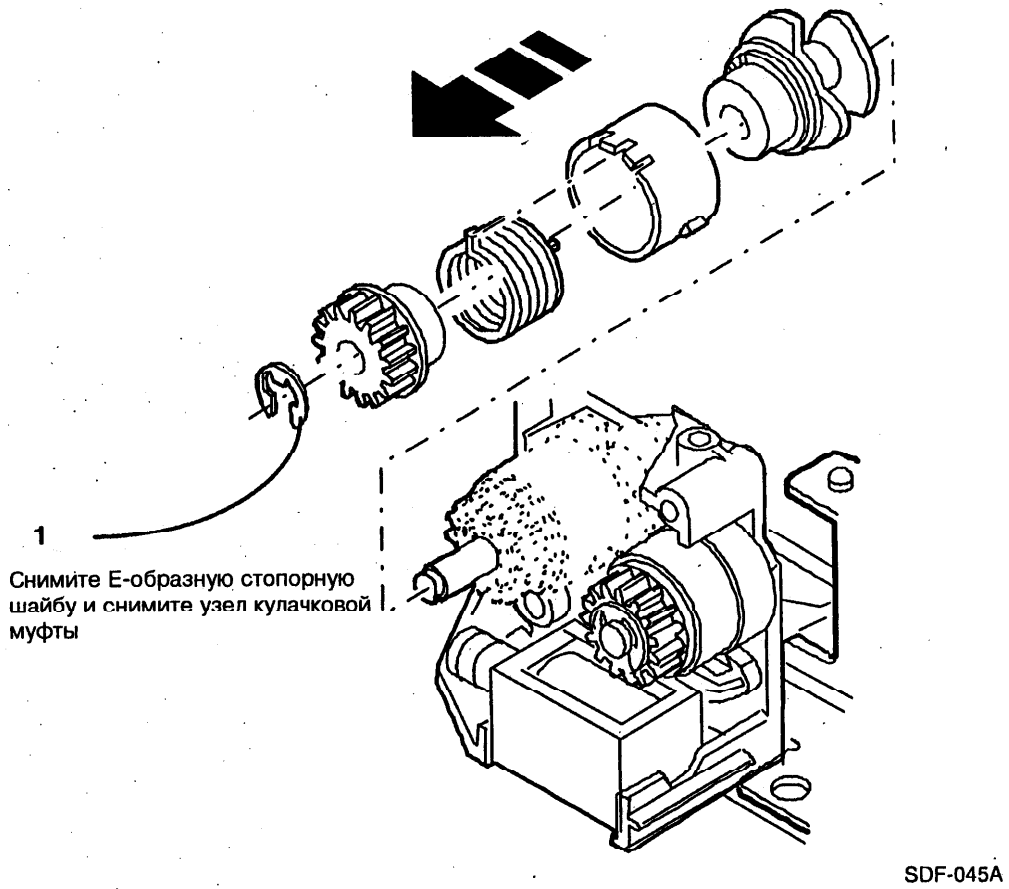

Рис. 1. Снятие узла кулачковой муфты SDF
2. (Рис. 1) Снимите узел кулачковой муфты SDF